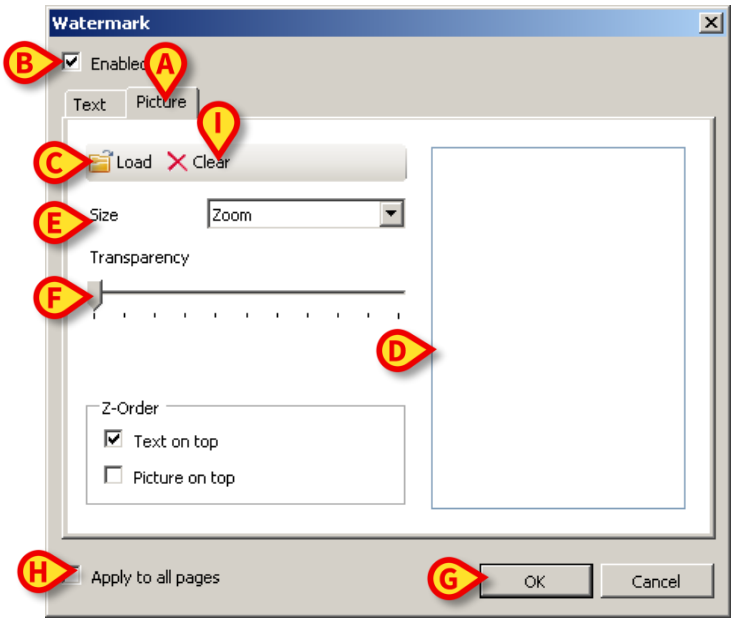

Fig 31
- Click the "**Picture**" tab indicated in Fig 31 **A**.
The following window is displayed (Fig 31).
- Ensure that the "**Enabled**" checkbox is checked (Fig 31 **B**). If not, the contents cannot be edited.
- Click the "**Load**" button indicated in Fig 31 **C**.
The image is displayed in the area indicated in Fig 31 **D**.
- Use the "**Size**" drop-down menu to set the size of the image (Fig 31 **E**).
- Use the "**Transparency**" cursor to set the transparency level of the watermark image (Fig 31 **F** - maximum transparency when the cursor is on the left).
- Click the **Ok** button (Fig 31 **G**).
If the "**Apply to all pages**" checkbox is selected (Fig 31 **H**) the watermark is applied to each page in the document, otherwise it is applied only to the current page.
- Click the "**Clear**" button indicated in Fig 31 **I**.